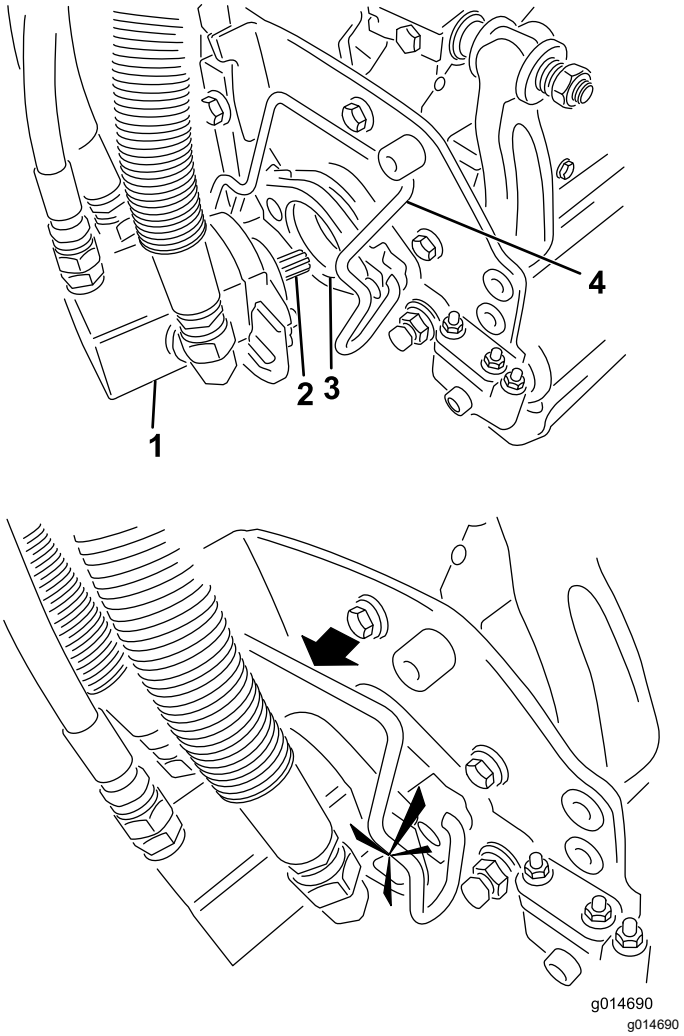

Figur 49
5. Dekk kileakselen i klippeenhetsmotoren med rent smørefett (Figur 49).
6. Sett motoren inn på klippeenhetens venstre side (fra brukerens synspunkt), og dra motorholdebøylen på klippeenheten mot motoren til du hører et "klikk" på begge sider (Figur 49).